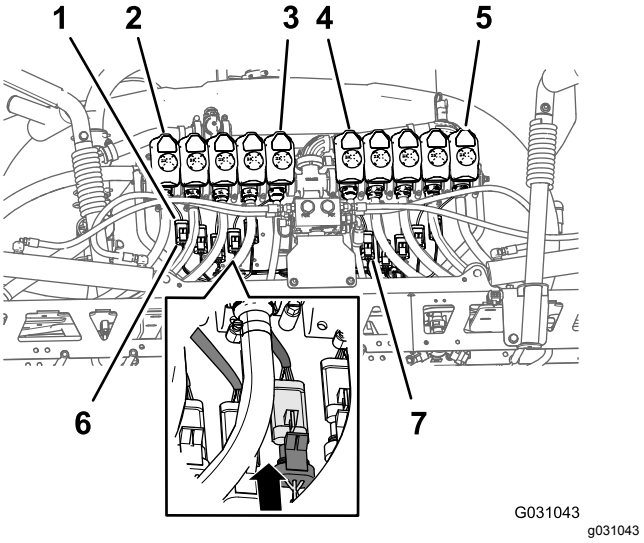

Figur 113
1. Før konnektoren med 3 sokler på 218,4 cm (86") afgreningen af ledningsnettet med mærkaterne **Nozzle Valve 1** (dyseventil 1) til **Nozzle Valve 5** (dyseventil 5) bagud i forhold til 10-ventilbeslaget og under dyseventil 1 til 5 (Figur 113).
2. Før konnektoren med 3 sokler på 218,4 cm (86") afgreningen af ledningsnettet med mærkaterne **Nozzle Valve 6** (dyseventil 6) til **Nozzle Valve 10** (dyseventil 10) bagud i forhold til 10-ventilbeslaget og under dyseventil 6 til 10 (Figur 113).
3. Slut bageste ledningsnets stik med 3 sokler mærket **Nozzle 1 (dyse 1)** til nettets konnektor med 3 ben til dyseventil 1 (Figur 113).
4. Gentag trin 3 ved dyseventilpositioner 2 til 10 (Figur 113).